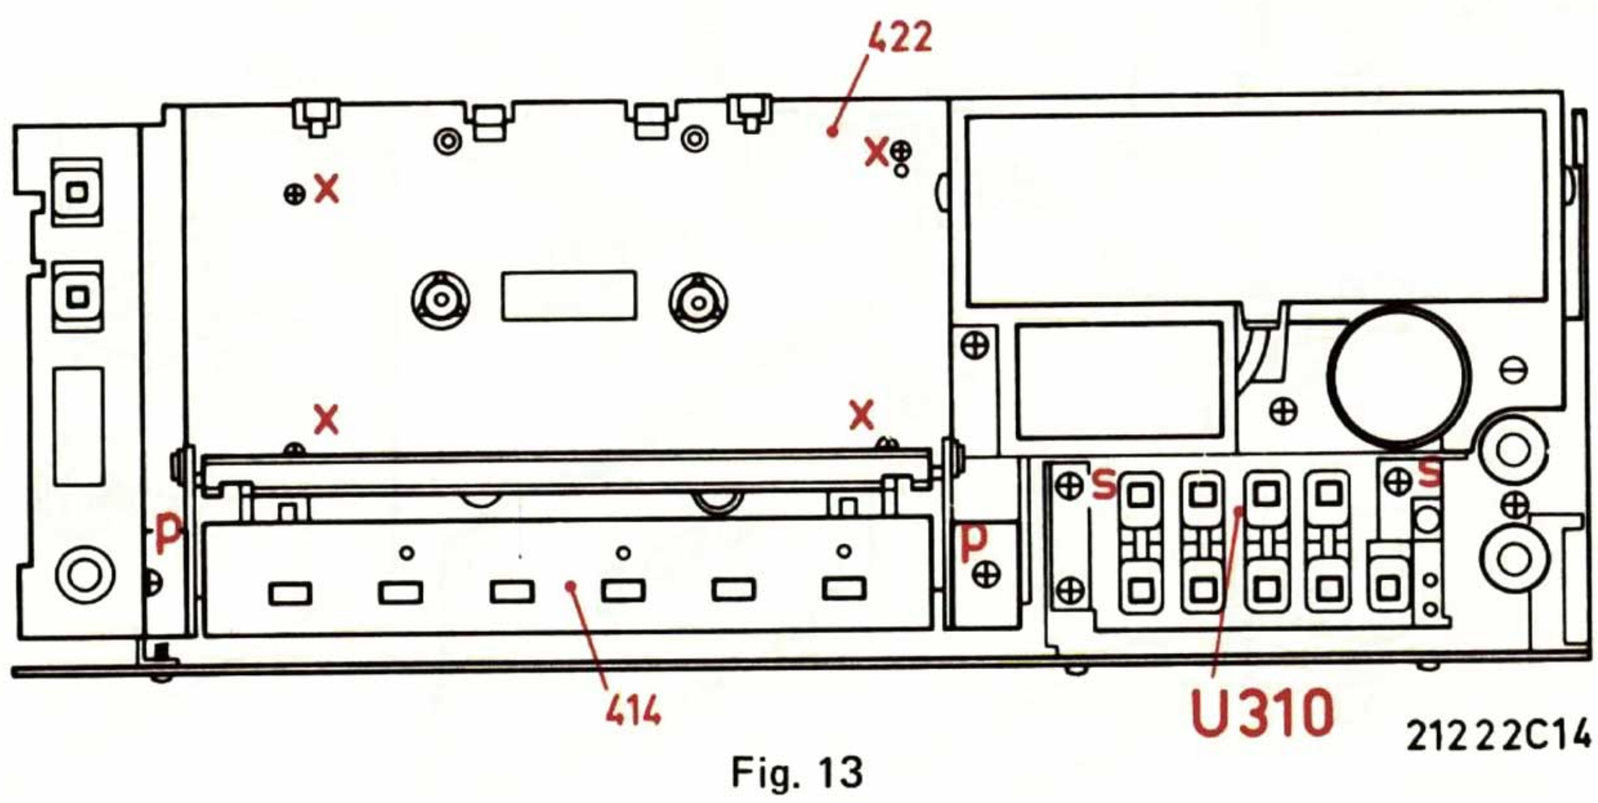

Fig. 13
- Verwijder schakelaar unit U310 met 2 schroeven "s" (Fig. 13).
11. Verwijderen bedieningspaneel U306 (Fig. 13)
- Verwijder frontpaneel pos. 401 (zie punt 1).
- Verwijder 2 schroeven "p" (Fig. 13) en afdekplaat 414.
- Verwijder 4 schroeven "x" (Fig. 13) en afdekplaat 422.
15. Vervangen drukrol pos. 69